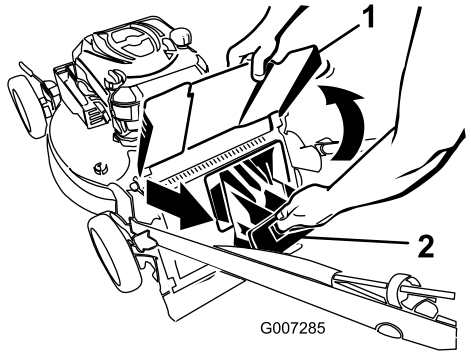

Figur 20
2. Lyft upp utkastarskärmen och håll den upplyft (Figur 20).
3. Dra ut den bakre utkastarpluggen (Figur 20).